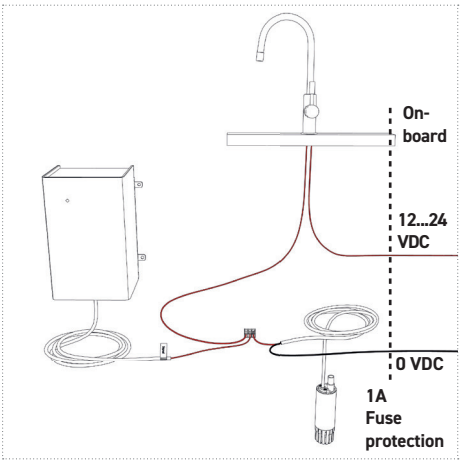

Figure 16: Electrical connection (signal) with submersible pump
4. Always observe the electrical connection diagram (power supply and signal: Figures 16, 17, 18, and 19). Ensure that the cross-section of the supply lines is adequately sized.